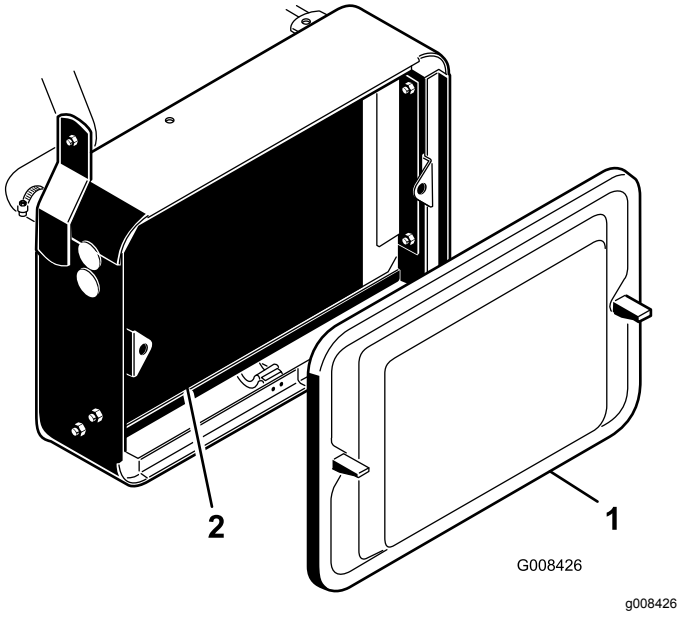

**Figur 44**
1. Ta bort kylargallret (Figur 44).